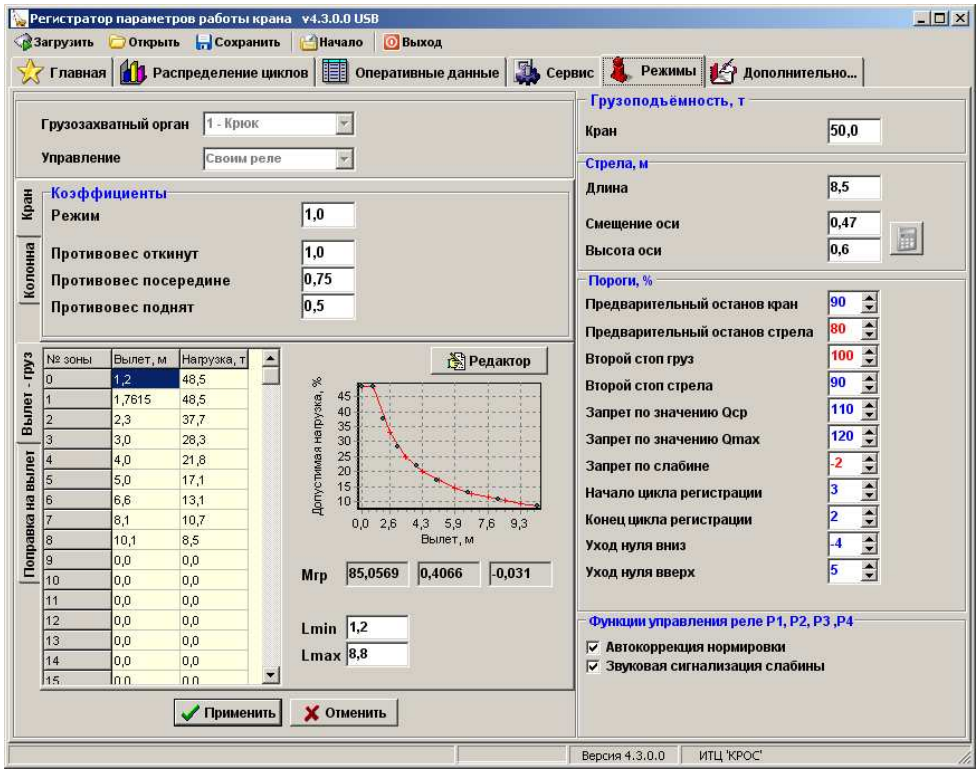

Рис. 4
2.6.1. Нажать кнопку «Вылет, груз», появится таблица «№ зоны, Вылет, м», «Нагрузка, т» (рис.4)